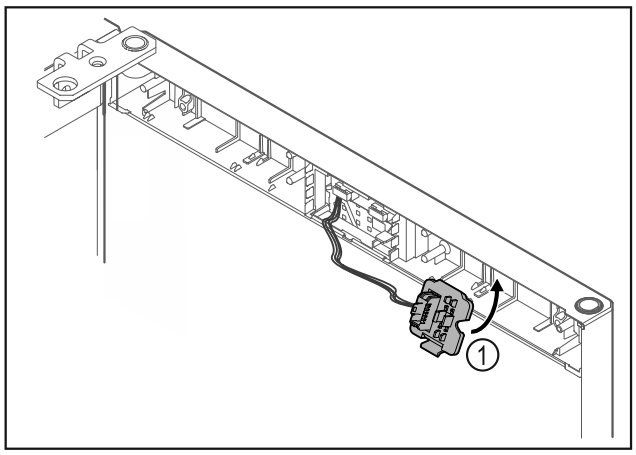

Fig. 13
▶ Fixați în poziție suportul fișei *Fig. 13 (1)* pe partea opusă.*